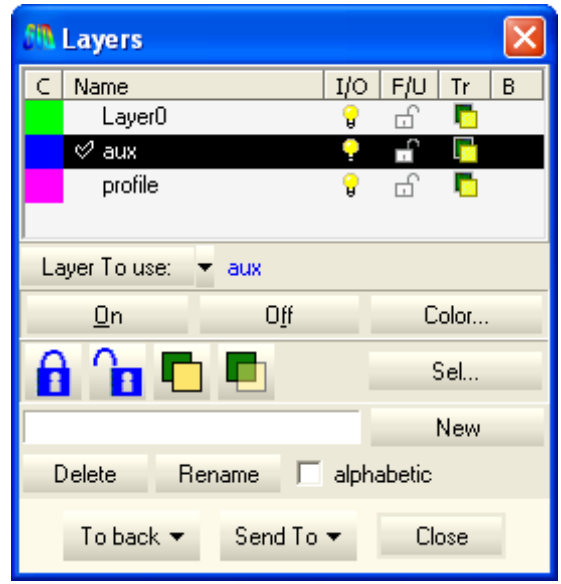

*Figure 1. The **Layers** window*
2. Create two new layers called "aux" and "profile." Enter the name of each layer in the **Layers** window (Figure 1) and click **New**.